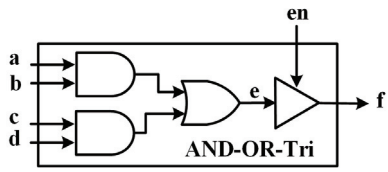

FIGURE 3.7
1) Design a combinational circuit using a conditional *assign* block. Refer to Figure 3.7 for the design structure, which includes two AND gates, one OR gate, and one tri-state buffer. The circuit should have single-bit inputs "a", "b", "c", and "d", a single-bit enable input "en", and a single-bit output "f".